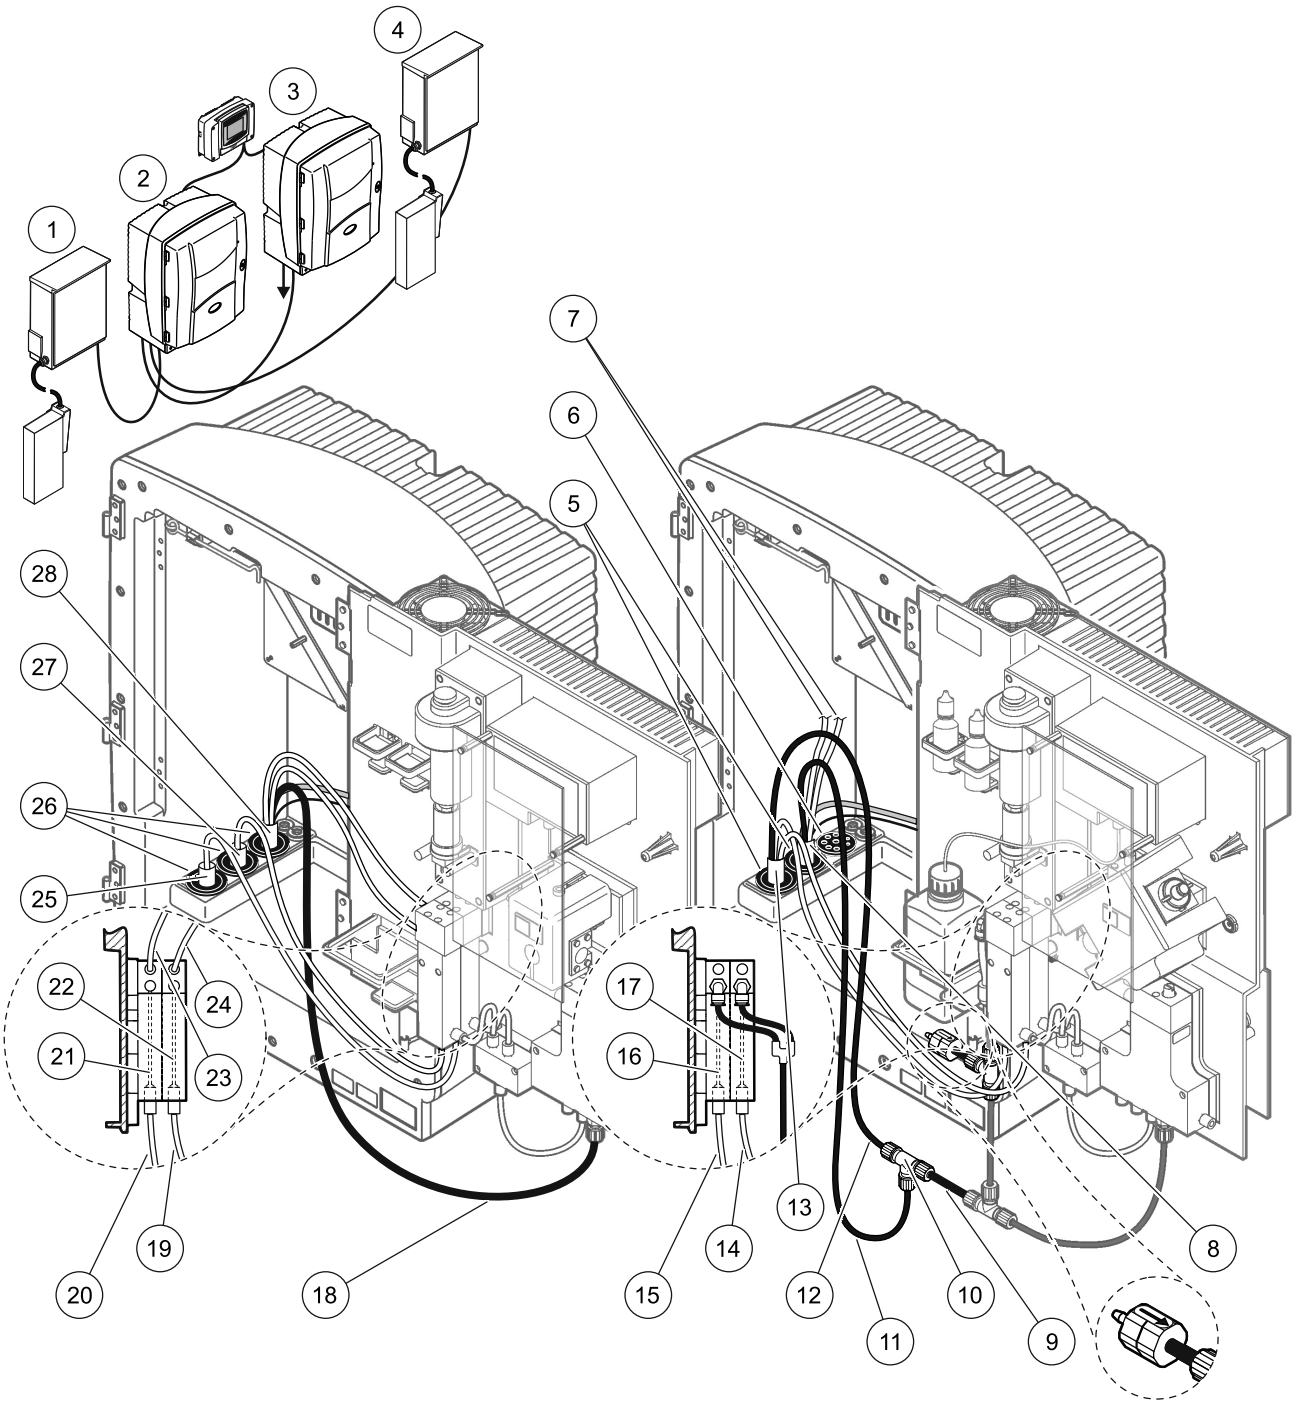

图 32 选项 6 设置
请参考图 32 以及选项 6 的以下说明：
a. 通过分析仪从 FILTRAX 1 引出加热的软管 （图 32，项目 25）。使用 1 号密封塞加固。